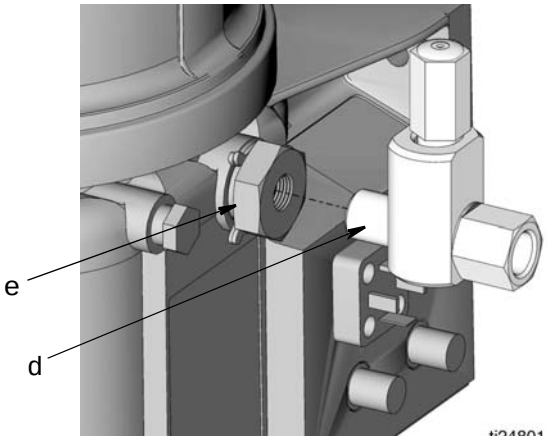

FIG. 24
3. Install banjo bolt (d) into pump element (e) (FIG. 24).